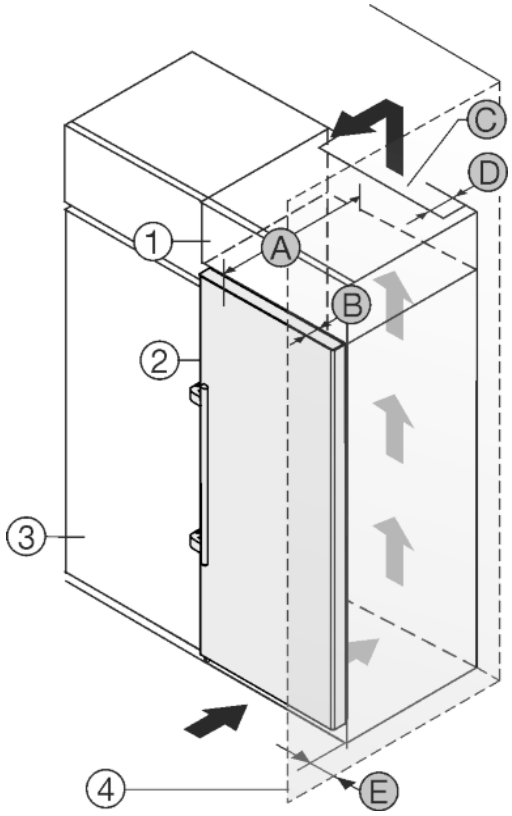

Fig. 30
L'appareil peut être réagencé avec des buffets de cuisine. Pour adapter l'appareil *Fig. 30 (2)* à la hauteur du coin cuisine, une rehausse *Fig. 30 (1)* peut être posée sur l'appareil.
L'appareil peut être installé directement à côté du buffet de cuisine *Fig. 30 (3)*. Pour pouvoir ouvrir complètement les portes, l'appareil doit déborder de la profondeur *Fig. 30 (B)* par rapport à la façade du buffet. L'appareil peut déborder encore plus en fonction de la profondeur des buffets et de l'utilisation de cales d'épaisseur.
- Une sortie d'air avec la profondeur *Fig. 30 (D)* doit être présente au dos de la rehausse sur toute sa largeur.
- La section de ventilation *Fig. 30 (C)*sous plafond doit être respectée.
Si l'appareil avec les charnières est installé près d'une paroi *Fig. 30 (4)*, la distance *Fig. 30 (E)* entre l'appareil et la paroi doit être respectée. Ceci correspond à la saille de la poignée avec la porte ouverte.